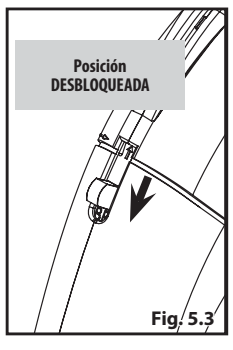

Fig. 5.3
- **a.** Empuje el botón retenedor de balines completamente hacia atrás a la posición de desbloqueado ("UNLOCKED") (Fig. 5.3)
IMPORTANTE: Los balines sólo se transferirán desde el depósito al cargador si el rifle de aire está inclinado hacia abajo y el botón retenedor de balines está en posición de desbloqueo ("UNLOCKED") (Fig. 5.3).
- **a.** Deslice el botón retenedor de balines a la posición de DESBLOQUEADO ("UNLOCKED") (Fig. 5.3)